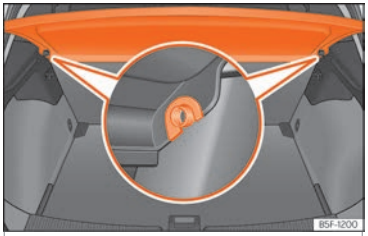

Fig. 122 Dans le coffre à bagages : dépose et repose de la plage arrière.
- Dégagez la plage arrière des supports latéraux ››› **fig. 122** en la tirant vers le haut puis en la détachant.
- Introduisez la plage arrière horizontalement en faisant coïncider la « forme en U » sur l'axe des supports ››› **fig. 122**, et appuyez vers le bas jusqu'à ce qu'elle s'encastre.